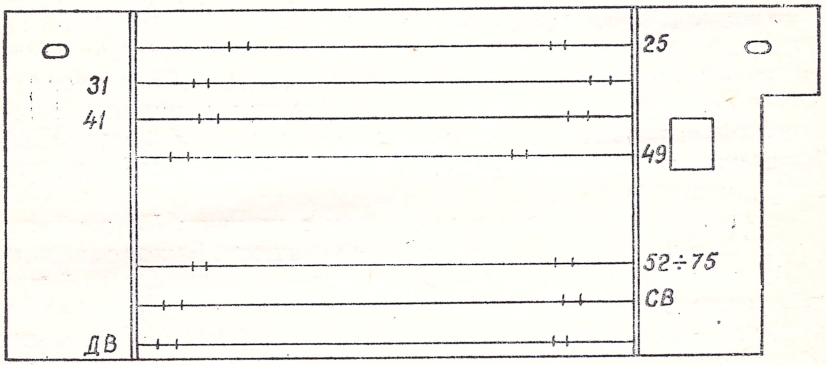

Рис. 3.35. Трафарет для настройки приемников «ВЭФ-Спидола» и «ВЭФ-Спидола-10»
2) для настройки приемников «ВЭФ-Спидола» и «ВЭФ-Спидола-10» необходимо изготовить вспомогательную шкалу (рис. 3.35), с помощью которой настраивают контуры всех диапазонов[2];
Перед выполнением этой операции необходимо изготовить два трафарета — подшкальника толщиной 0,5÷0,7 *мм* (рис. 3.35). Один из них делают из алюминия, а другой из плексигласа. На